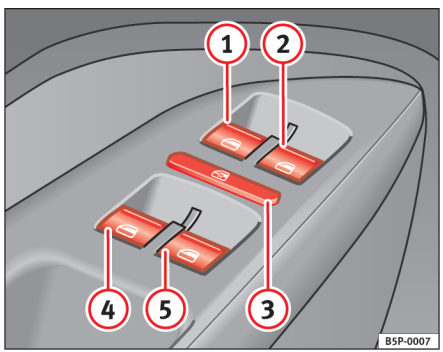

Fig. 67 Udsnit af førerdøren: kontakter til de forreste og bageste elruder
Kontakterne ⇒ side 102, fig. 67 (1) og (2) har to trin til åbning og to til lukning af ruden. Derved bliver det lettere at kontrollere åbningen og lukningen.